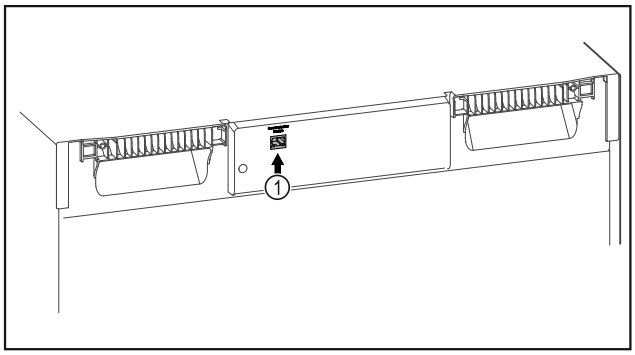

*Fig. 112*
❑ SmartModule *Fig. 112 (1)* este instalat.